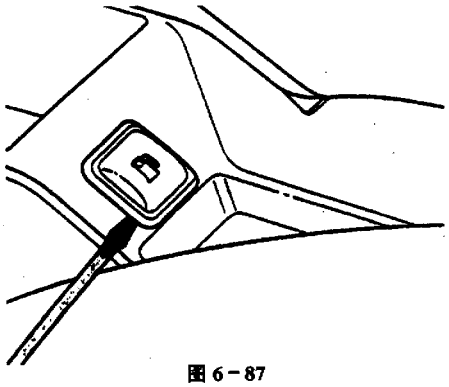

图 6－87
(1) 拆卸：
①如图 6－87 所示。把起子插到开关盒后面去，小心地从定位中脱开开关。